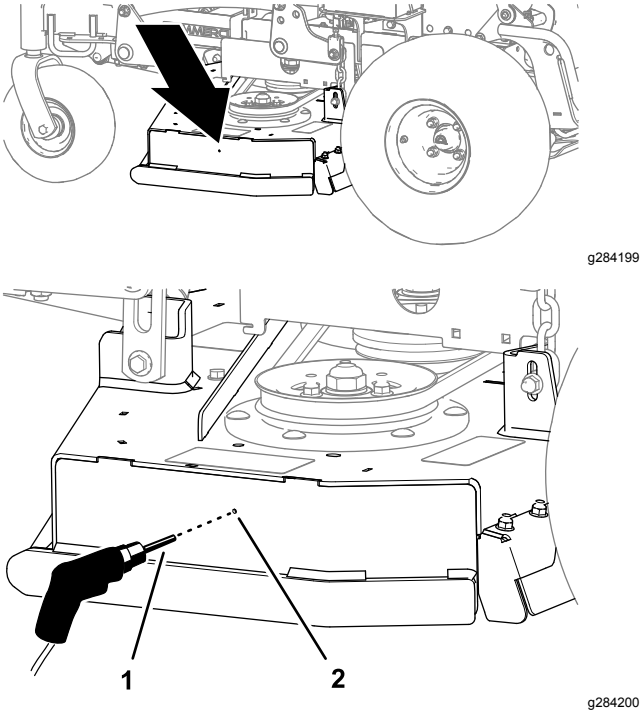

Figure 10
1. At the left side of the mower deck, drill the pilot hole in the deck with a 10 mm (3/8 inch) drill bit as shown in Figure 10.